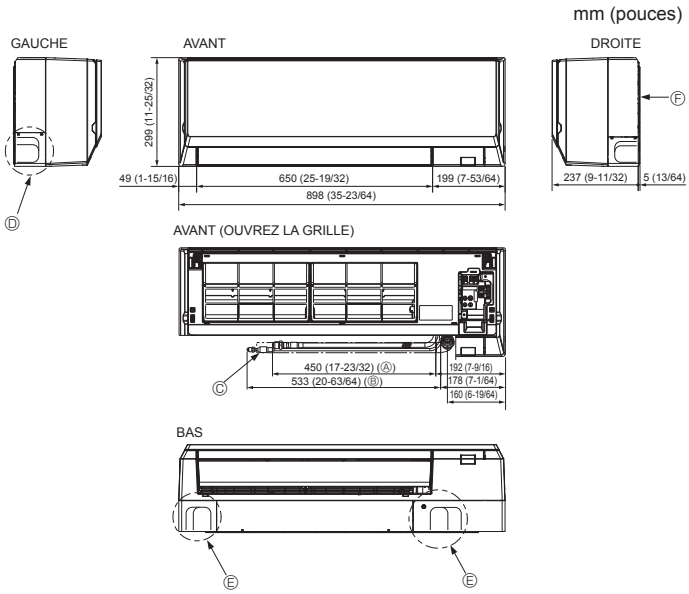

Fig. 4-3
4.3. Mise en place des tuyaux de réfrigérant et d'écoulement (Fig. 4-3)